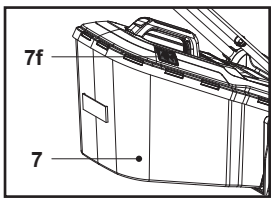

**Fig. 13**
2. Când trapa (7f) este închisă, colectorul de iarbă (7) este plin și trebuie golit (fig. 13).